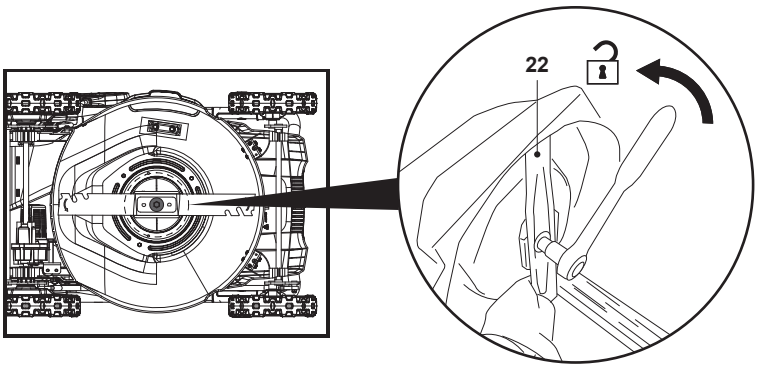

Fig. 22
NOTA: Si utiliza una llave manual en lugar de una llave de impacto eléctrica, procure que la cuchilla (24) no gire mientras afloja el perno. Use unos guantes resistentes para agarrar la cuchilla firmemente. Si es necesario, utilice un bloque de madera de tamaño adecuado para impedir que la cuchilla gire (Fig. 22).